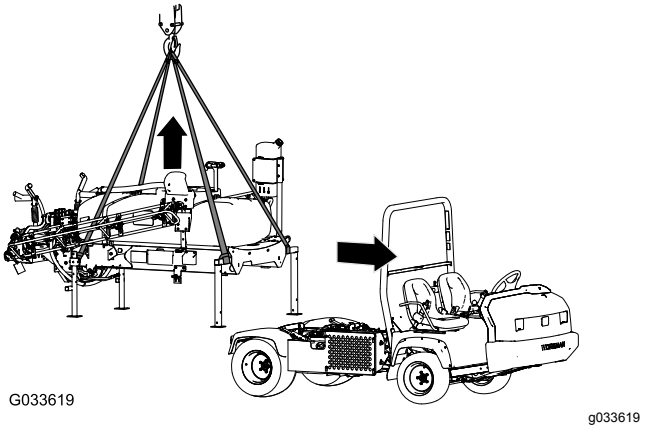

Figur 135
1. Sänk sprutramperna till ca 45° och luta dem sedan framåt (Figur 135).
5. Fäst lyftutrustningen på de horisontella rören på de främre domkrafterna och de vertikala stolparna på de bakre domkrafterna (Figur 135).
7. Lyft upp tankplattformen från maskinen tillräckligt högt så att plattformen går fri från maskinen (Figur 135).